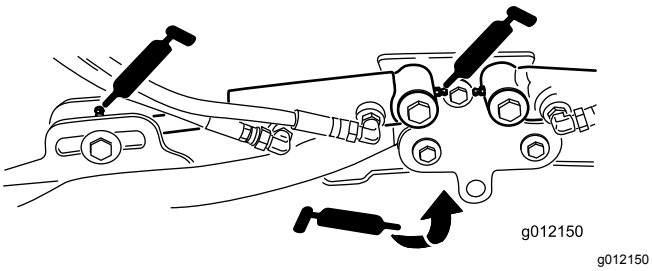

Figur 75
- Klippeenhedens løftearmscylindere (2 hver) (Figur 75)
- Løftearmenes drejetapper (1 hver) (Figur 75)